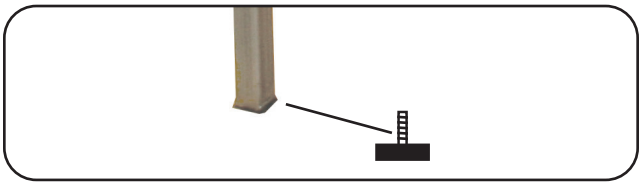

figure 1
2. Use the rubber mounting feet provided to level your station. **(Fig. 1)**